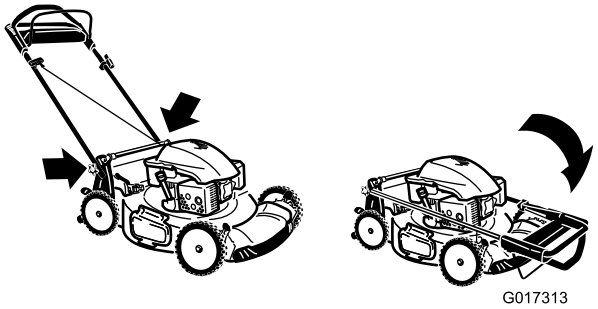

Figura 32
3. Pliegue hacia adelante la sección superior del manillar (ver Figura 32).